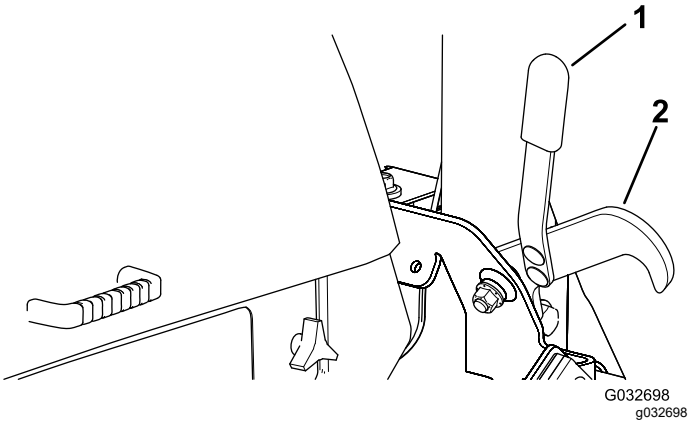

Figuur 31
2. Neem plaats op de bestuurdersstoel en draai het contactsleuteltje naar de stand DRAAIEN (Figuur 31).